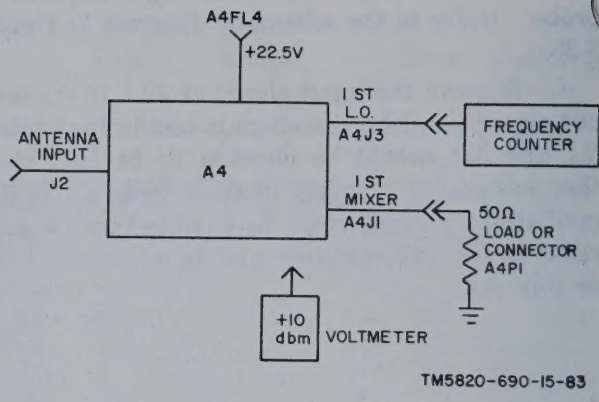

Figure 8-3. 1st local oscillator module alignment and test procedure.
(1) Check to see if +22.5-volt power line is connected to filter A4FL4. If not, resolder this power line. Set up test equipment as shown in figure 8-3.
(2) Disconnect RF cable A4J3.
(3) Apply power to the HF receiver.